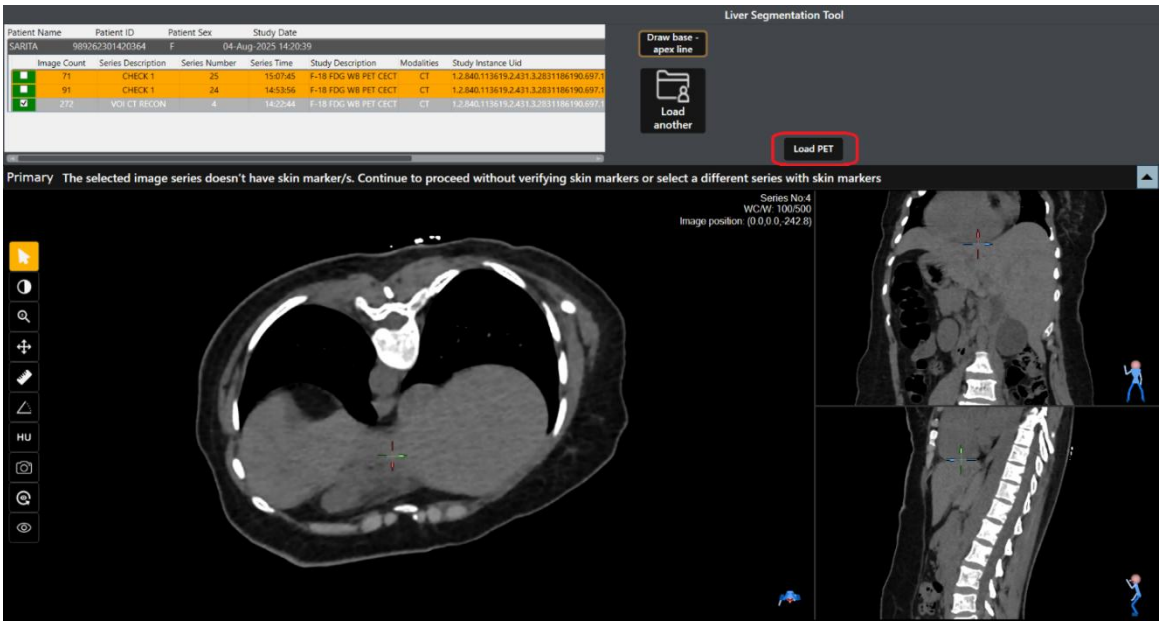

Figure 6.46 Load PET button
3. Load CT image in the displayed screen (Fig 6.46) then use Load PET option
☞	NOTE: The user can load the PET series from the below shown screen (Fig6.46) for all workflows